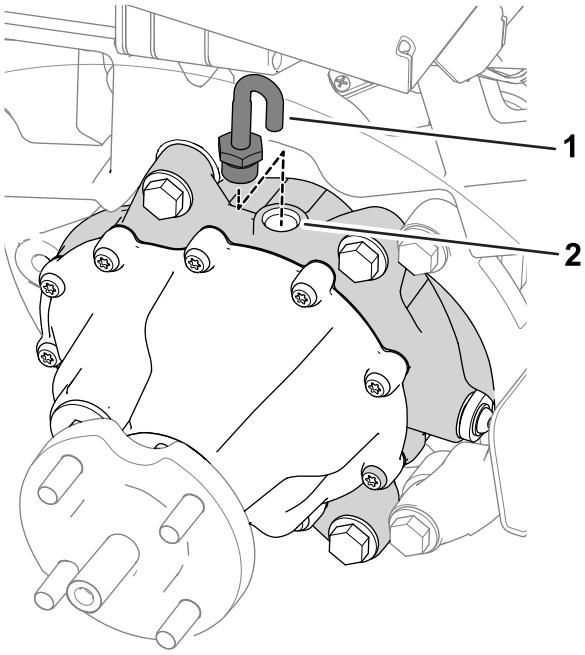

Figur 9
1. Fjern udluftningsslangen og -fittingen fra toppen af gearkassen (Figur 9).
3. Sæt udluftningsslangen og -fittingen i påfyldningshullet (Figur 9).